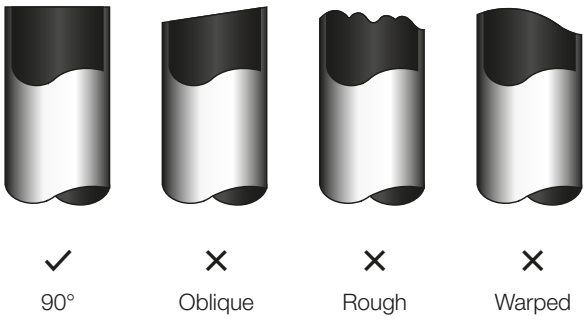

Fig. 7.3
3. Make sure that the pipe is cut at a perfect 90° angle. *Refer to Fig. 7.3* for examples of good and bad cuts.